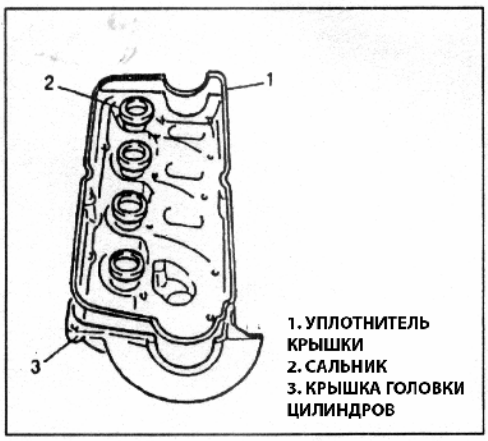

Рис. 17
1) Установите сальники и уплотнитель в крышку (Рис. 17).